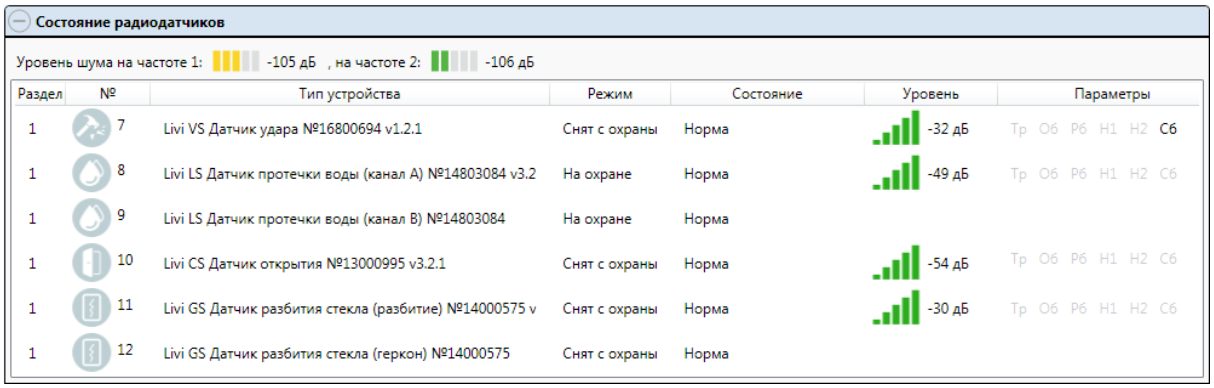

Рисунок 7.3 — Часть блока *Состояние радиоустройств* на вкладке *Монитор* в конфигурации ППК STEMAX RX410
1) В Конфигураторе на вкладке Монитор (см. рисунок 7.3).